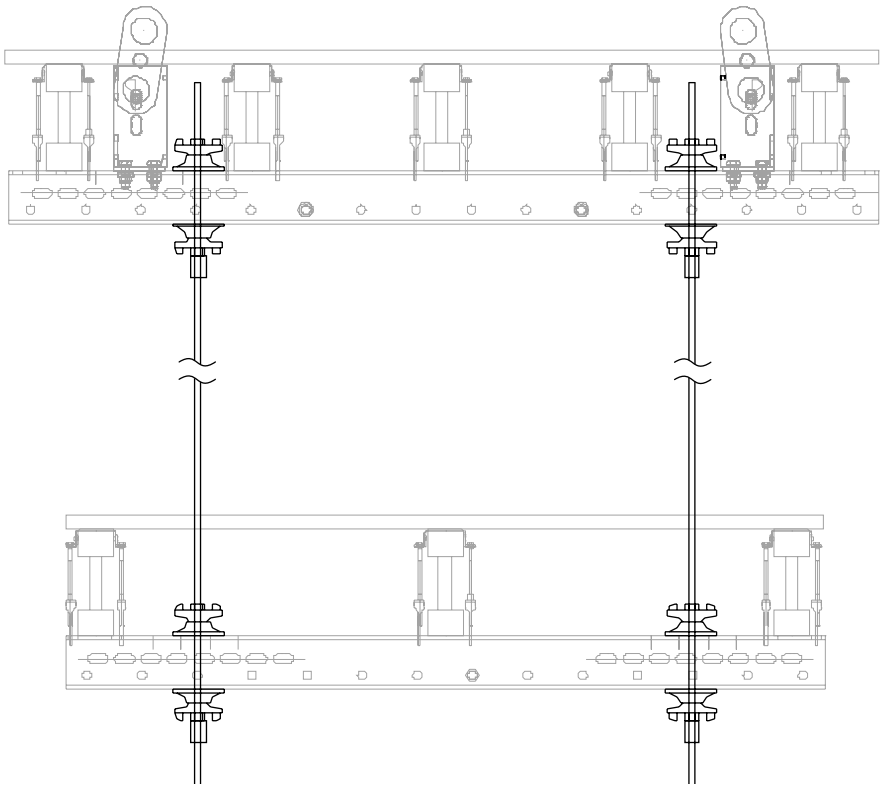

Abb. B5.04
4. Die Baugruppe mit Passbolzen (**10.1**) am Stahlriegel SRU (**9**) befestigen und mit Federstecker (**10.5**) sichern (Abb. B5.04).